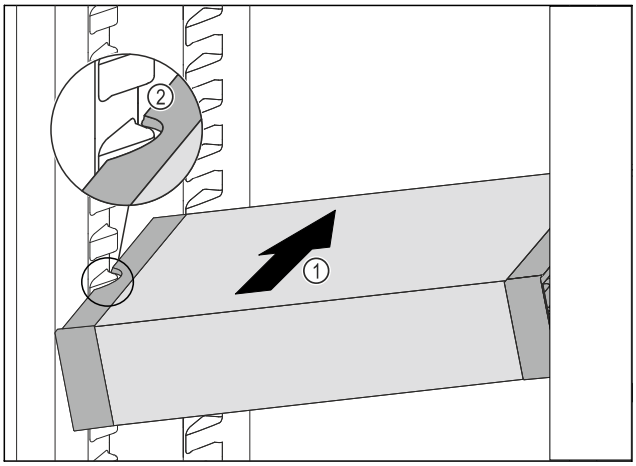

*Fig. 104*
▶ Împingeți VarioSafe oblic în frigider *Fig. 104 (1)*, până când degajările laterale *Fig. 104 (2)* ale VarioSafese află la înăl-țimea nervurii recipientului din frigider.